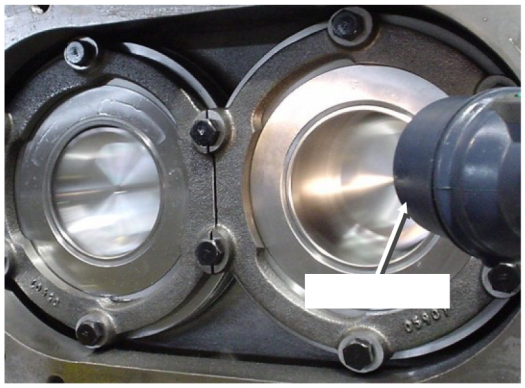

Fig. 5-104 Operational Check of the Suction Plate Valve
4. By shining a light from a flashlight on the inner surface of the cylinder, visually check the lubricated condition on the cylinder wall, as shown in Fig. 5-104. An ideally lubricated condition is a layer of oil evenly spread out on the sleeve inner surface.